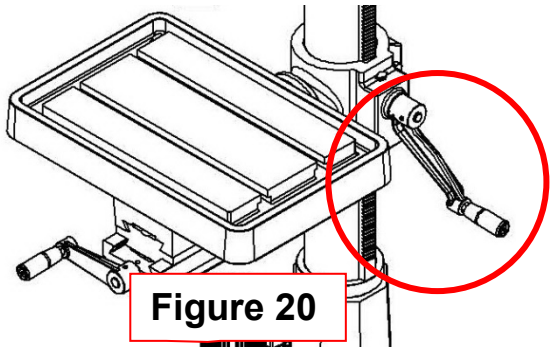

Figure 20
(2) Ensuite, faites pivoter la poignée de la table pour la mettre dans la bonne position. **(Figure 20)**